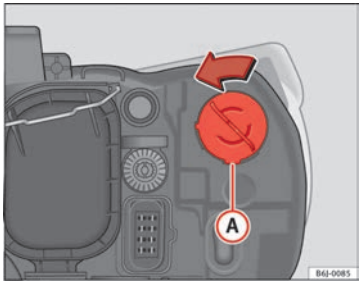

Fig. 155 Turn signal
– Turn bulb holder ⇒ Fig. 155 (A) to the left and pull. ▶